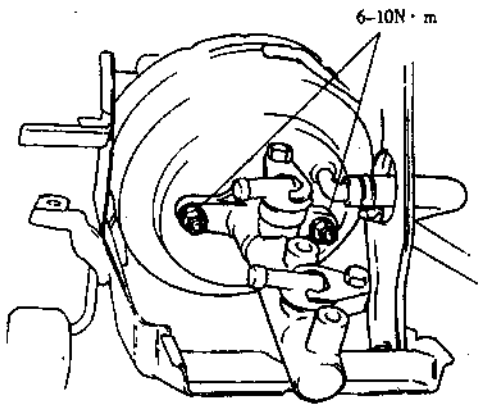

Fig. 3.7-14
1) Install the brake master cylinder to the vacuum booster, and screw the fixing nut to the specified toque. (Fig.3.7-14)